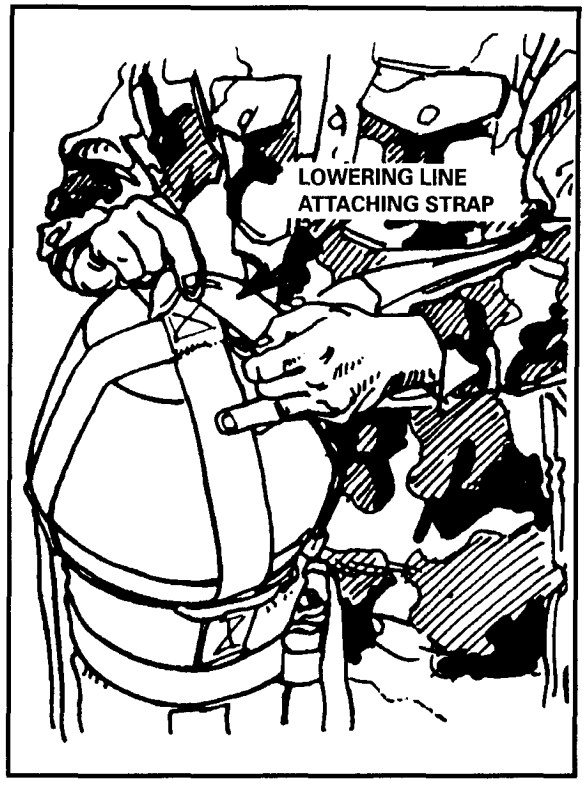

Figure 12-36. Lowering line attaching strap installed.
(3) If not already installed, attach the lowering line attaching strap to the launcher aft end bridle by means of a girth hitch with the large loop end (Figure 12-36). Run the small loop end through the large loop end and tighten (run the small loop end toward the lowering line stow pocket).